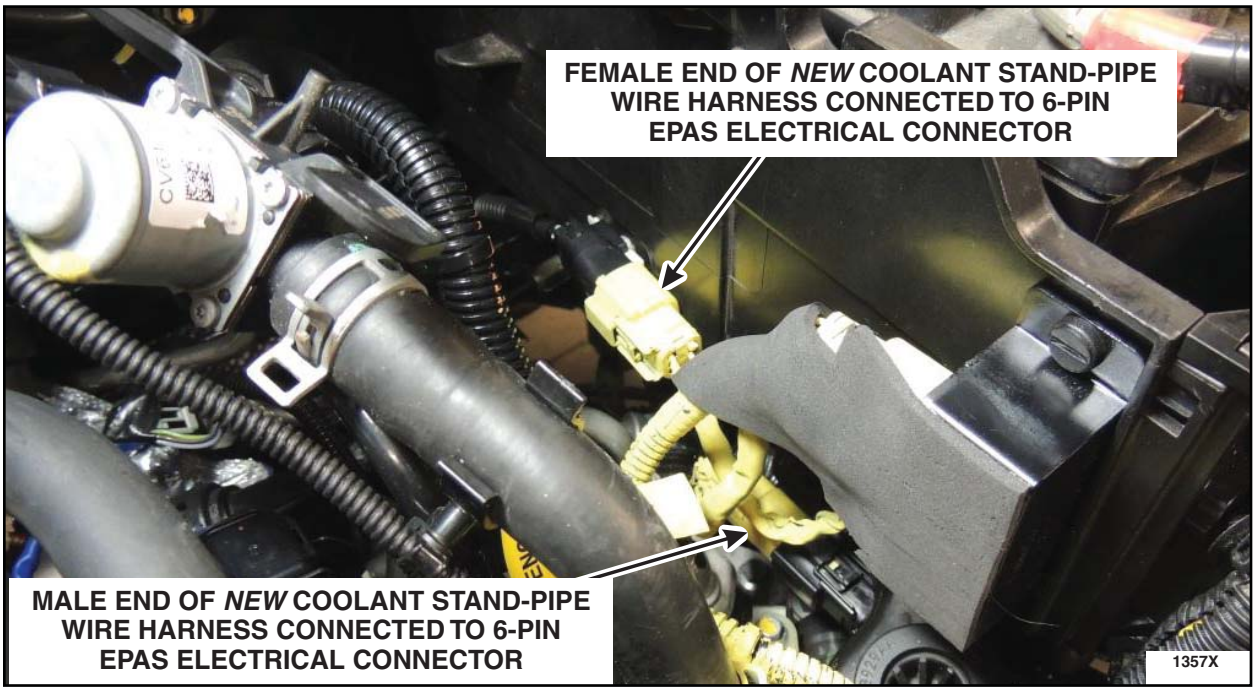

FIGURE E3
3. Connect the *new* coolant stand-pipe wire harness 6-pin electrical connectors to the 6-pin EPAS electrical connectors. See Figure E3.
4. Attach the electrical connectors (female end of coolant stand-pipe / male end of 6-pin EPAS electrical connectors) to the white retaining clip that was previously installed on the battery tray. See Figure E3.
5. Attach the electrical connectors (male end of coolant stand-pipe / female end of 6-pin EPAS electrical connectors) to the battery tray mounting bracket. See Figure E3.